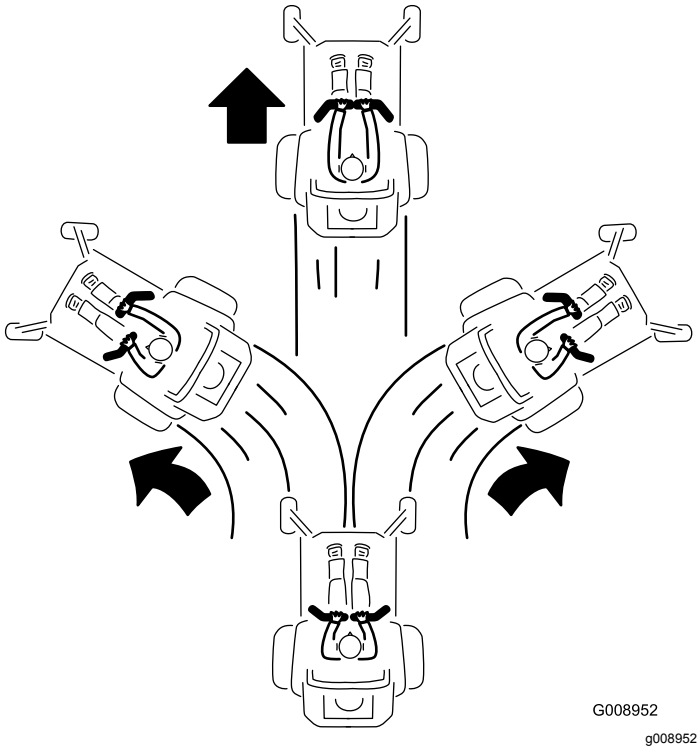

Figuur 27
3. Om vooruit te rijden, duwt u de rijhendels langzaam naar voren (Figuur 27).